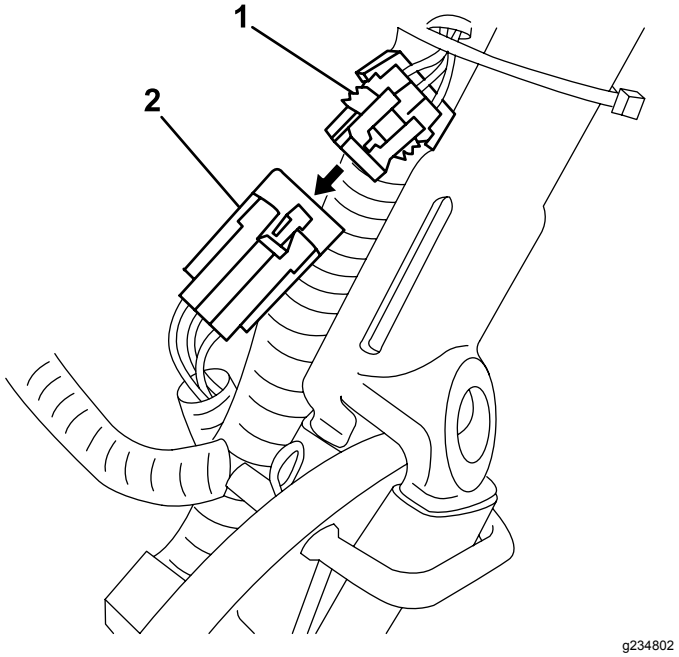

**Rysunek 10**
3. Odłącz od akumulatora niewielkie złącze służące do podłączenia do wiązki przewodów maszyny od głównej wiązki przewodów (Rysunek 10).